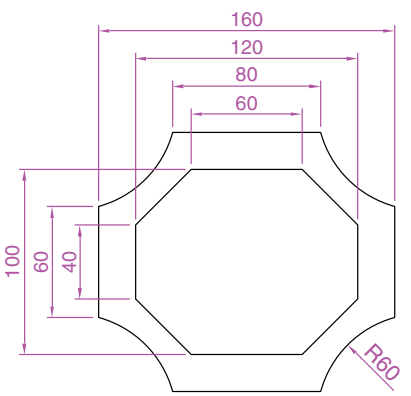

Fig. 3.40 Exercise 9
9. Construct the drawing in Fig. 3.40 using the **Line** and Arc tools. Then, with the aid of the **Multiple prompt of** the **Edit Polyline** tool, change the outlines into plines of **Width = 1**.